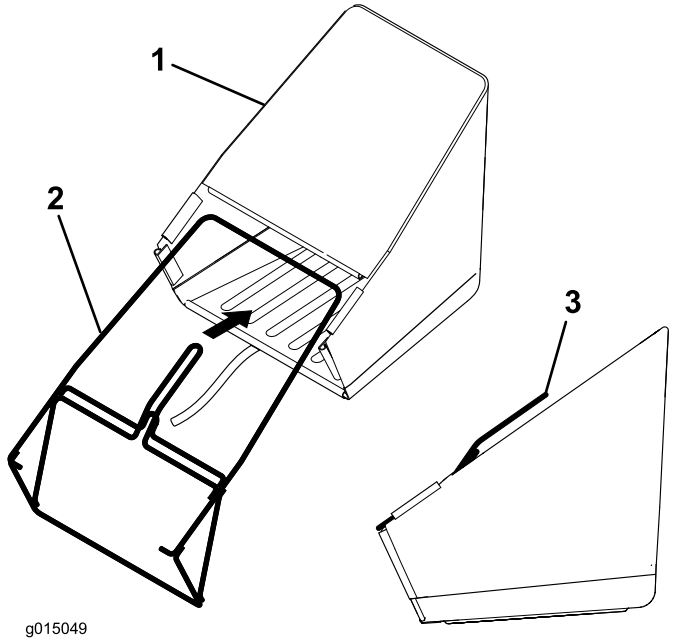

Figur 3
1. Skyv ledningen på rammen inn i gressposen, og sikre at håndtaket sitter over stoffet (Figur 3).